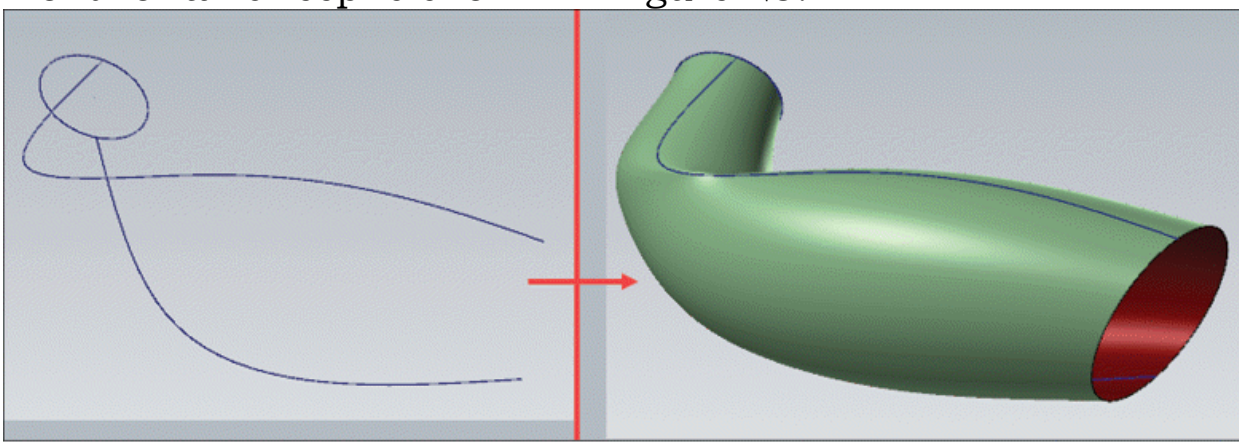

Figure-23. Preview of two rail sweep
- Select the **Two rails** radio button if you want to use two path curves for defining curvature of sweep feature. Preview of two rail sweep is shown in Figure-23.